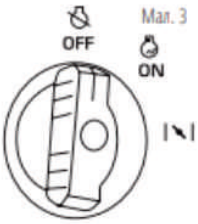

рис. 3
4. Переведіть перемикач запуску в положення OFF (рис. 3).